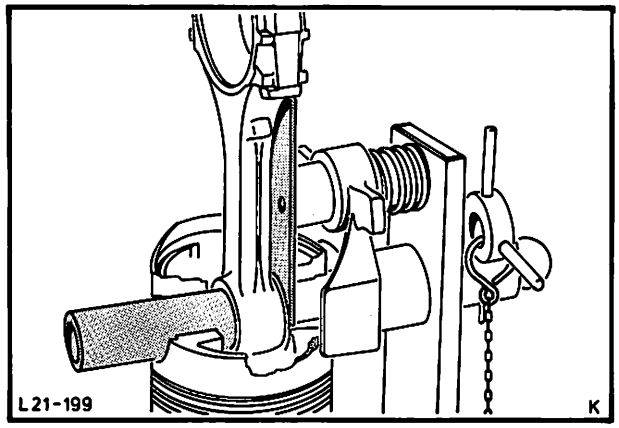

Abb. 299 Kolbenbolzen bis zum Anschlag durch das Pleuelauge schieben
10. Nach Erreichen der Temperatur, Pleuel möglichst rasch in den Kolben führen, dann Kolbenbolzen schnell bis zum Anschlag durch das Pleuel schieben, Abb. 299.